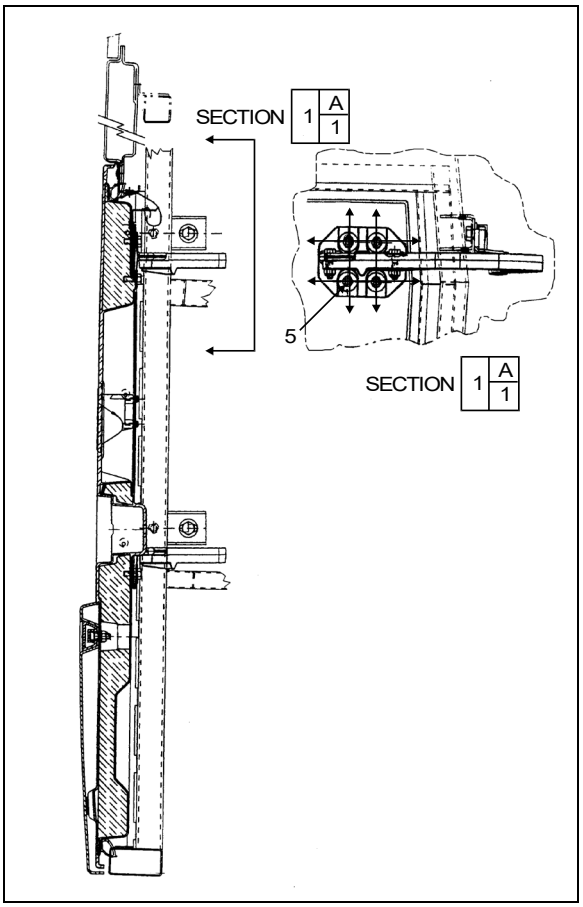

FIGURE 93: FRONT SERVICE DOOR 18195
2. Loosen nut (2, Figure 93).
3. Move part (1, Figure 93), as close as possible to exterior of coach, so as to have enough clearance for proper door opening.
4. Tighten nut (2, Figure 93).
5. Loosen nut (3, Figure 93). Hinge allows the door to be shifted "IN or OUT".
6. Adjust door panel to have the same gap space as neighboring panels or refer to Figure 73 for specified gap space. Only if necessary, use the adjustment allowed by moving part 1, Figure 93.